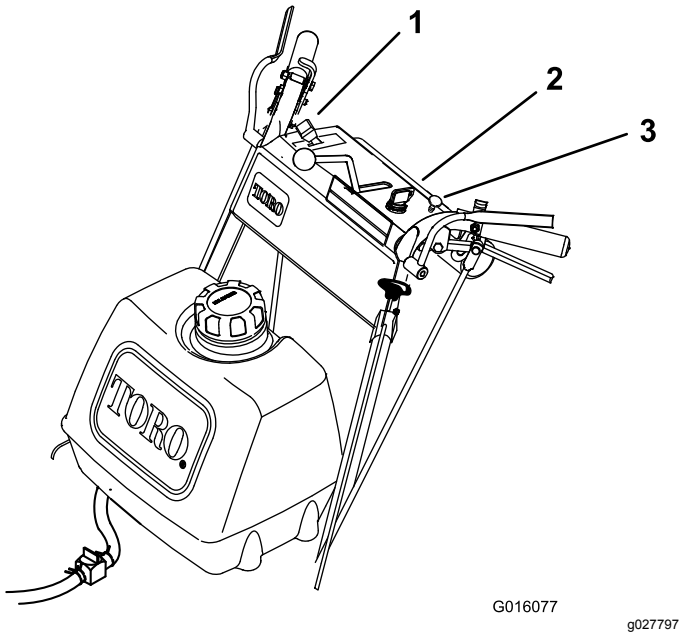

**Figur 9**
11. Koppla från choken allteftersom motorn värms upp (Figur 9).
2. För gasreglaget till det LÅNGSAMMA läget (Figur 9).